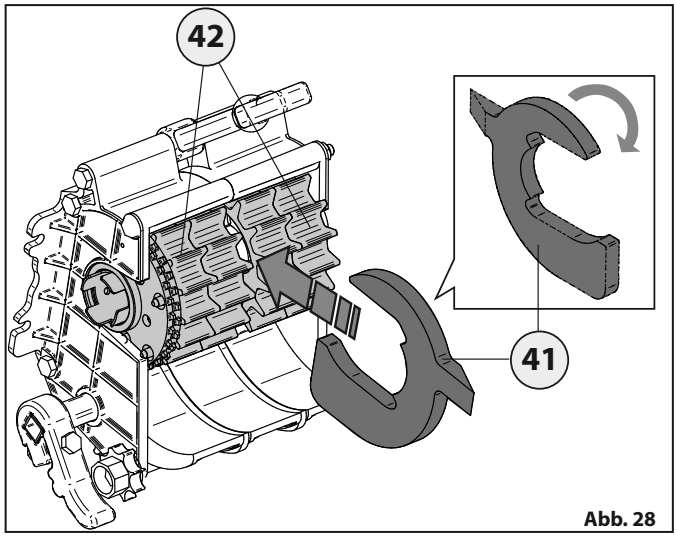

Abb. 28
- Den Rollentrenner **41** drehen und mit seiner Spitze die Rollen **42** so versetzen, wie es für die gewünschte Art der Aussaat erforderlich ist „Abb. 28“.